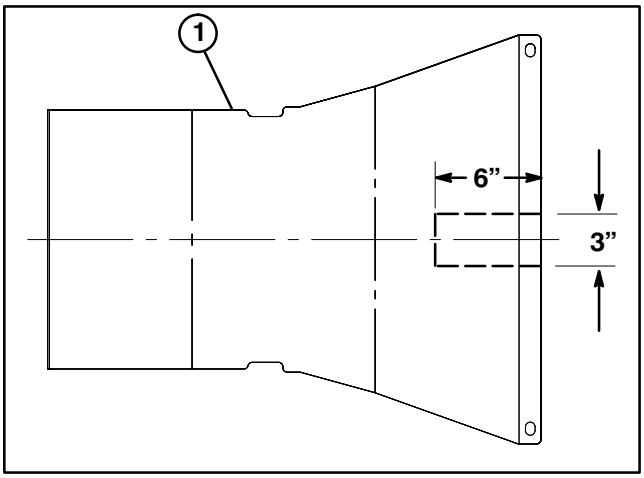

**Figure 2**
**Note:** On 4 wheel drive traction units, shield assembly must be modified to allow clearance for drive shaft. Locate, mark and cut a 3" X 6" notch in rear of shield assembly (Fig. 2).